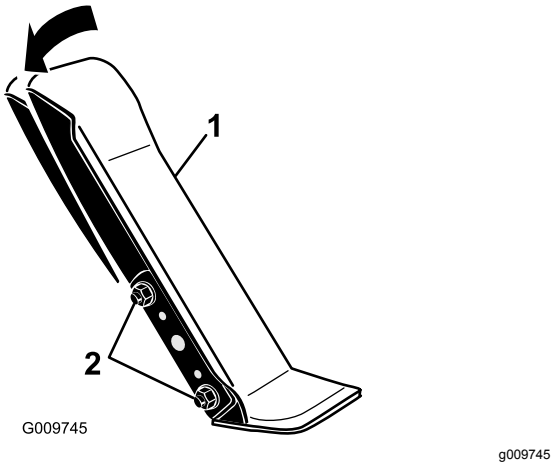

Figuur 92
1. Draai de 2 bouten en moeren los waarmee de linkerzijde van het tractiepedaal aan de beugel is bevestigd (Figuur 92).
2. Draai het pedaal naar de gewenste hoek en draai de moeren vast (Figuur 92).